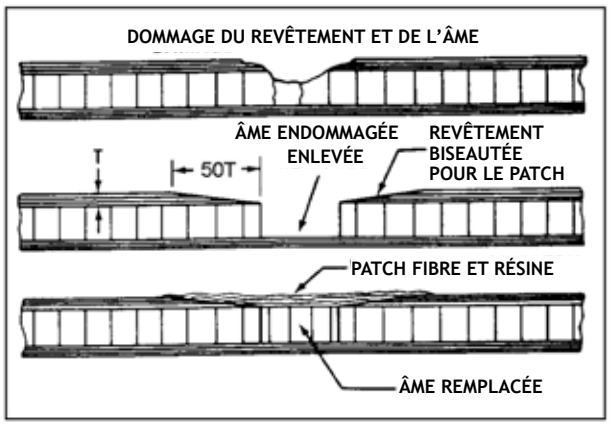
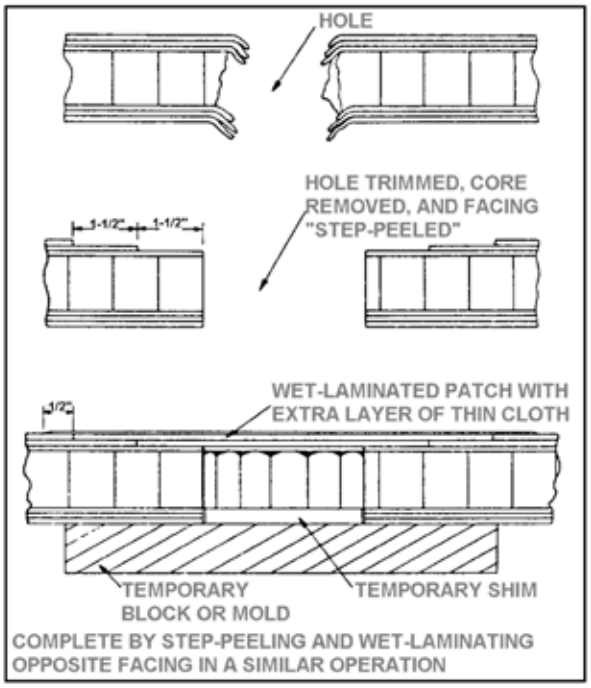

FIGURE 3-2. Réparation typique de l'âme et du revêtement.
FIGURE 3-3. Typical stepped joint repair.
(3) Les dommages qui s'étendent complètement à travers le revêtement et dans l'âme nécessitent le remplacement de l'âme et du revêtement endommagés. Une méthode pour réaliser ce type de réparation est illustrée à la figure 3-2. Une autre méthode de réparation du revêtement est illustrée à la figure 3-3. La partie endommagée est soigneusement découpée pour obtenir une forme circulaire ou ovale et le matériau de l'âme est complètement enlevé jusqu'à la face opposée. Faites attention à ne pas endommager le revêtement opposé ou à ne pas provoquer de délamination entre les revêtements et l'âme autour du dommage.